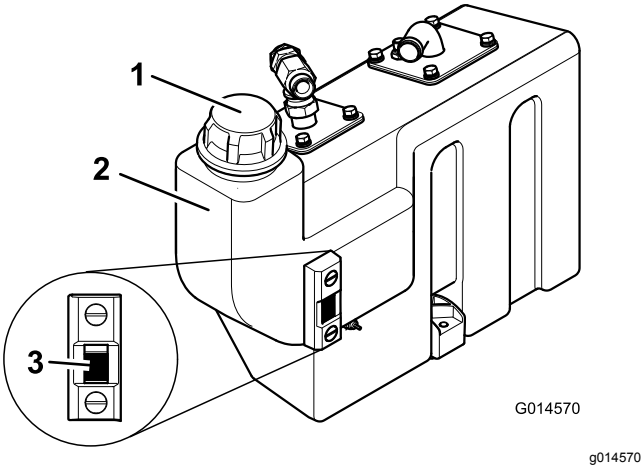

Rysunek 55
3. Jeżeli konieczne jest dolanie oleju hydraulicznego, oczyść obszar wokół szyjki wlewu i korka zbiornika hydraulicznego (Rysunek 55), a następnie odkręć korek.